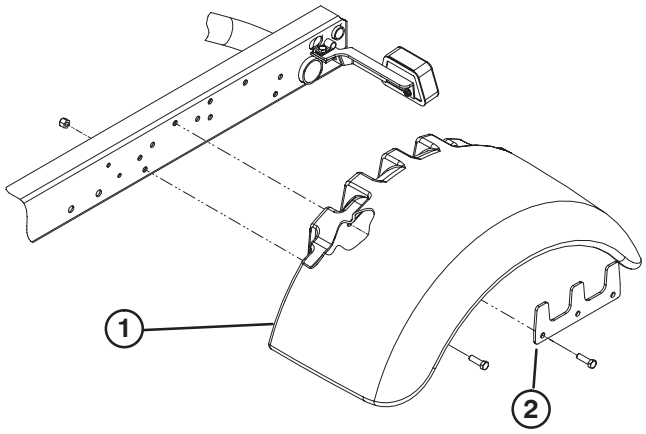

Figur 2
4. Fastgør uden at spænde en skærm på hver side af stellet med en støtteplade, (5) 3/8 x 1–1/4 tommes maskinskruer og en låsemøtrik som vist i figur 2.